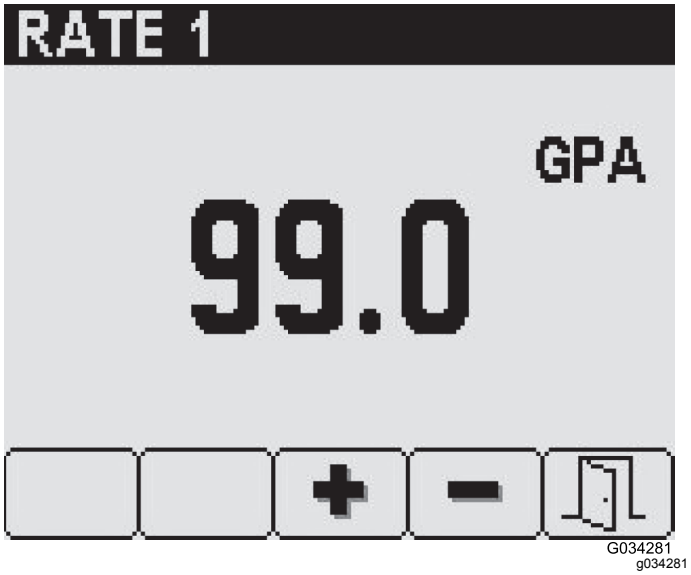

図 18
3. 選択済みレート画面でボタン3と4を使って希望するレートにする図 18。